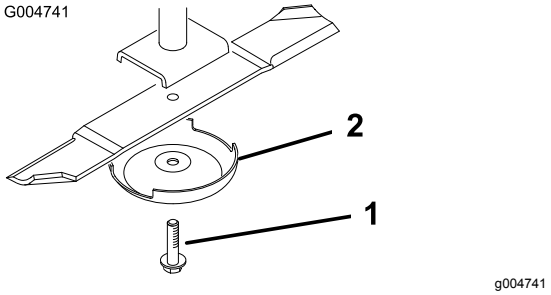

Figur 88
3. Ta bort knivskruven, antiskalbehållaren och kniven från spindelaxeln (Figur 88).